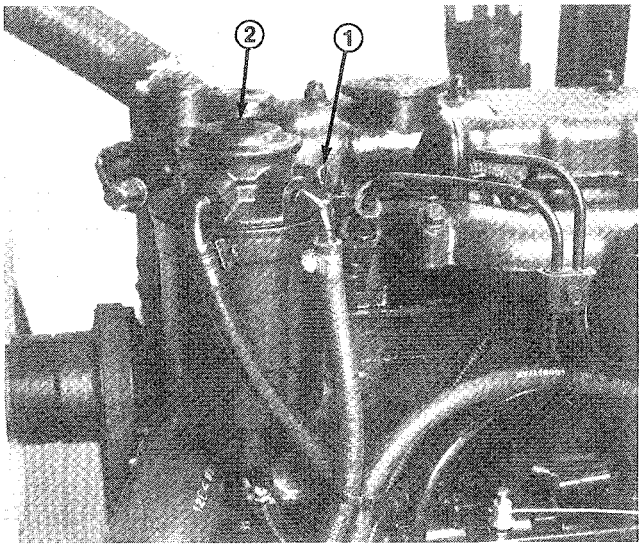

Figure 12
2. Loosen fuel filter bleed plug one turn (Fig. 12). Push priming plunger (Fig. 12)) until a steady stream of fuel runs out of hole in plug. When fuel stops foaming, tighten plug during the downstroke of the priming plunger. Wipe up any spilled fuel.